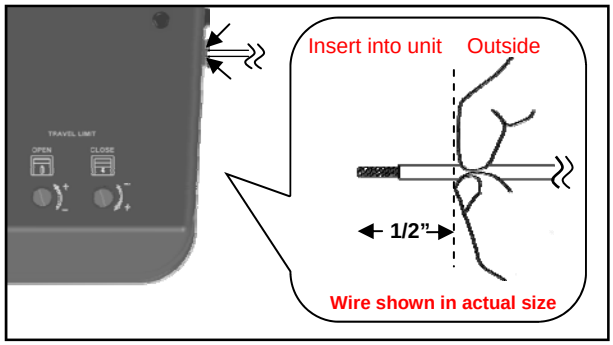

Fig. 2
2. Pour connecter un fil à une borne affecté, utilisez une petite "tête plate" tournevis pour pousser dans l'onglet orange sur la borne du fil comme le montre la figure 2.